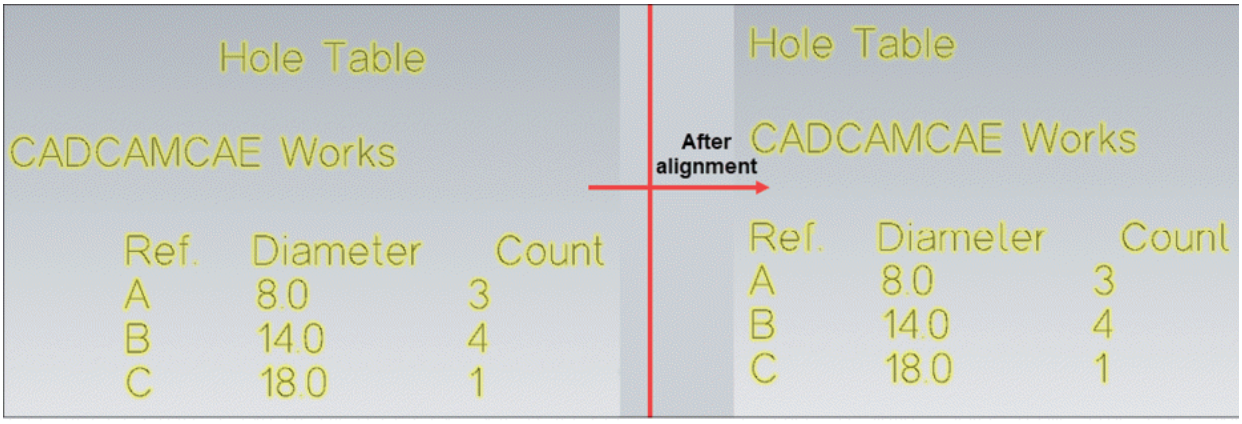

Figure-37. Aligning notes
- Select desired note from the 3D view to be used as reference note. The notes will be aligned automatically; refer to Figure-37.